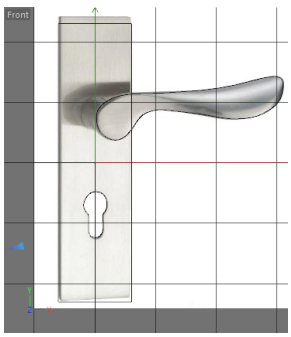

Figure 2-19 *Handle placed in the front viewport*
2. In the Front viewport, draw the shape of the door handle on the reference image, refer to Figure 2-19. You will notice that *Spline* is added to the Object Manager. Make sure that the **Close Spline** check box is selected in the **Object Properties** area in the Attribute Manager.
Figure 2-19 displays *Handle* placed in the Front viewport.